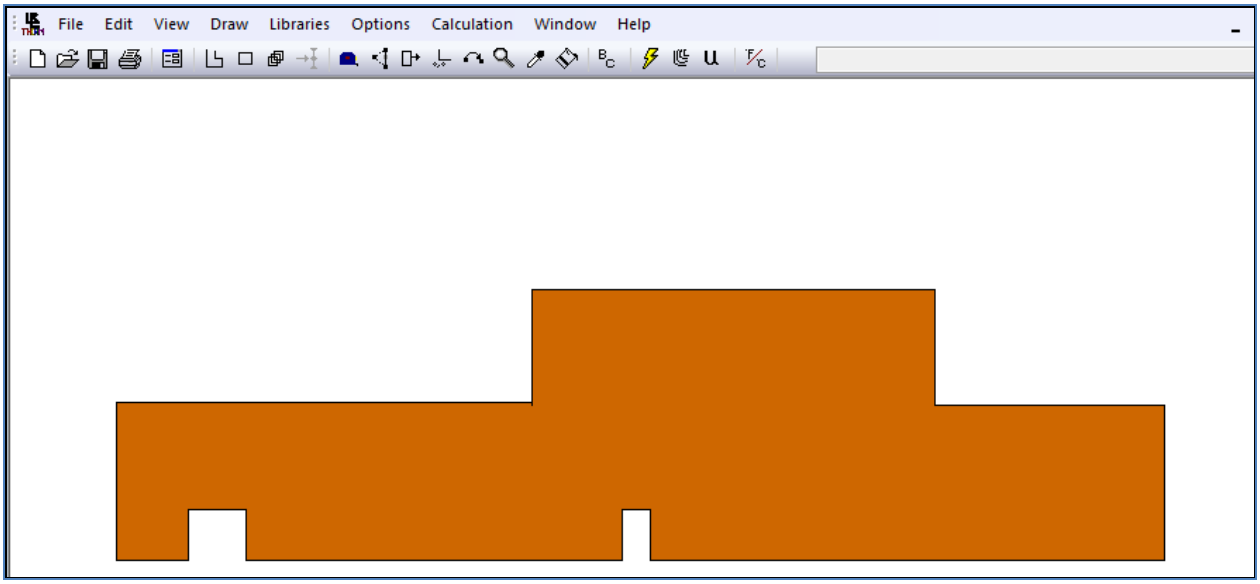

Figure 10-23. The completed polygon that represents the frame
- Your finished polygon should look like the picture in Figure 10-23.